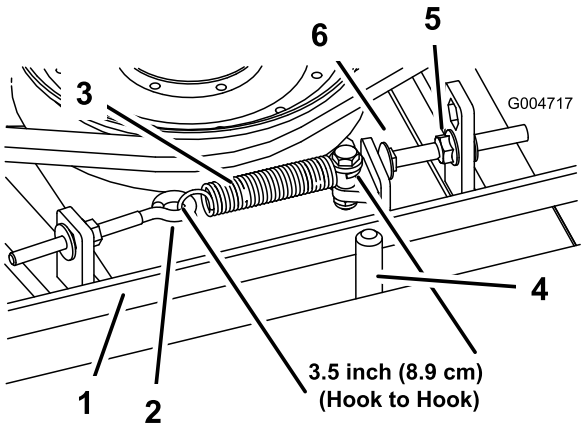

Figur 97
Ved korrekt tilspænding skal målet på forlængerfjederen (krog til krog) være ca. 8,9 cm ± 0,63 cm (indvendig). Når der er opnået korrekt tilspænding, skal stopbolten (bræddebolten) justeres, indtil der er ca. 0,32 cm + 0,152/0,00 cm mellemrum mellem boltens hoved og styrearmen (Figur 97).
Bemærk: Sørg for, at remmen er placeret på fjedersiden af remstyret (Figur 97).
2. Løsn øjebolten, så forlængerfjederen kan fjernes (Figur 97).
3. Løsn den flangemøtrik, som fastholder stopbolten på monteringstappen. Træk møtrikken langt nok tilbage, til at styrearmen kan passere forbi stopbolten (Figur 97). Flyt styreremskiven væk fra remmen for at løsne remspændingen.
8. Sæt forlængerfjederen (Figur 97) på øjebolten igen, og spænd remmen som følger: